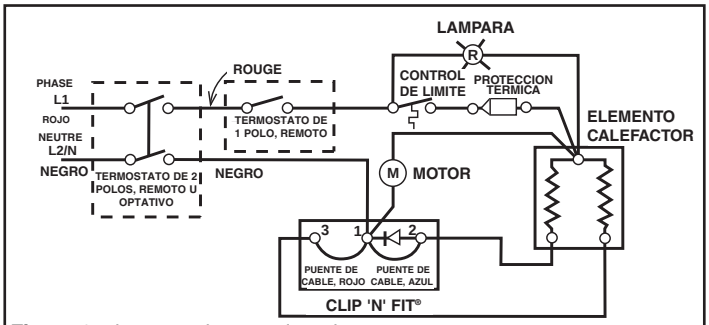

Figura 2 Diagrama de conexionado
1. Siguiendo el diagrama de conexionado (Figura 2), conecte los conductores de alimentación a los cables de conexión del calefactor situados en la caja posterior, por medio de conectores de cable adecuados.